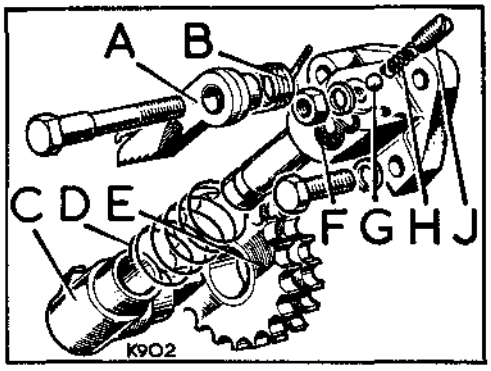

**Fig. A1-97. Timing chain tensioner details**
1. Refit the non-return valve ball, spring and plug to the piston housing. Fig. A1-97 refers.